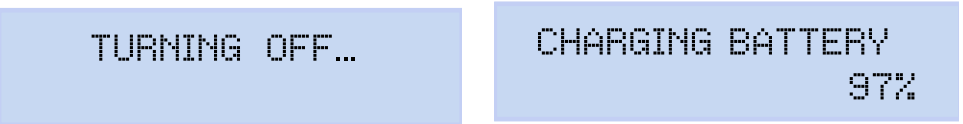

Figure 32:Device shut-down screens (2 and 3).
While the device is shutting down, the screen shown in **Figure 32 (2)** appears, and if the device is connected to a power supply it shows the battery charge status, as shown in **Figure 32 (3).**